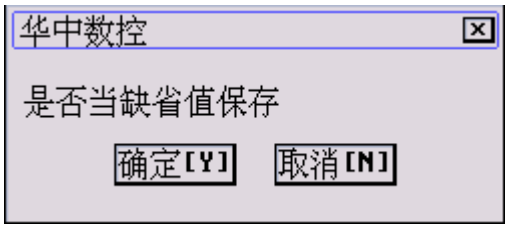

图 9.3.7 系统提示：是否当缺省值保存？
(9) 按 **Y** 键后，系统将提示是否当缺省值(出厂值)保存，如图 9.3.7 所示，按 **Y** 键存为缺省值，按 **N** 键取消；